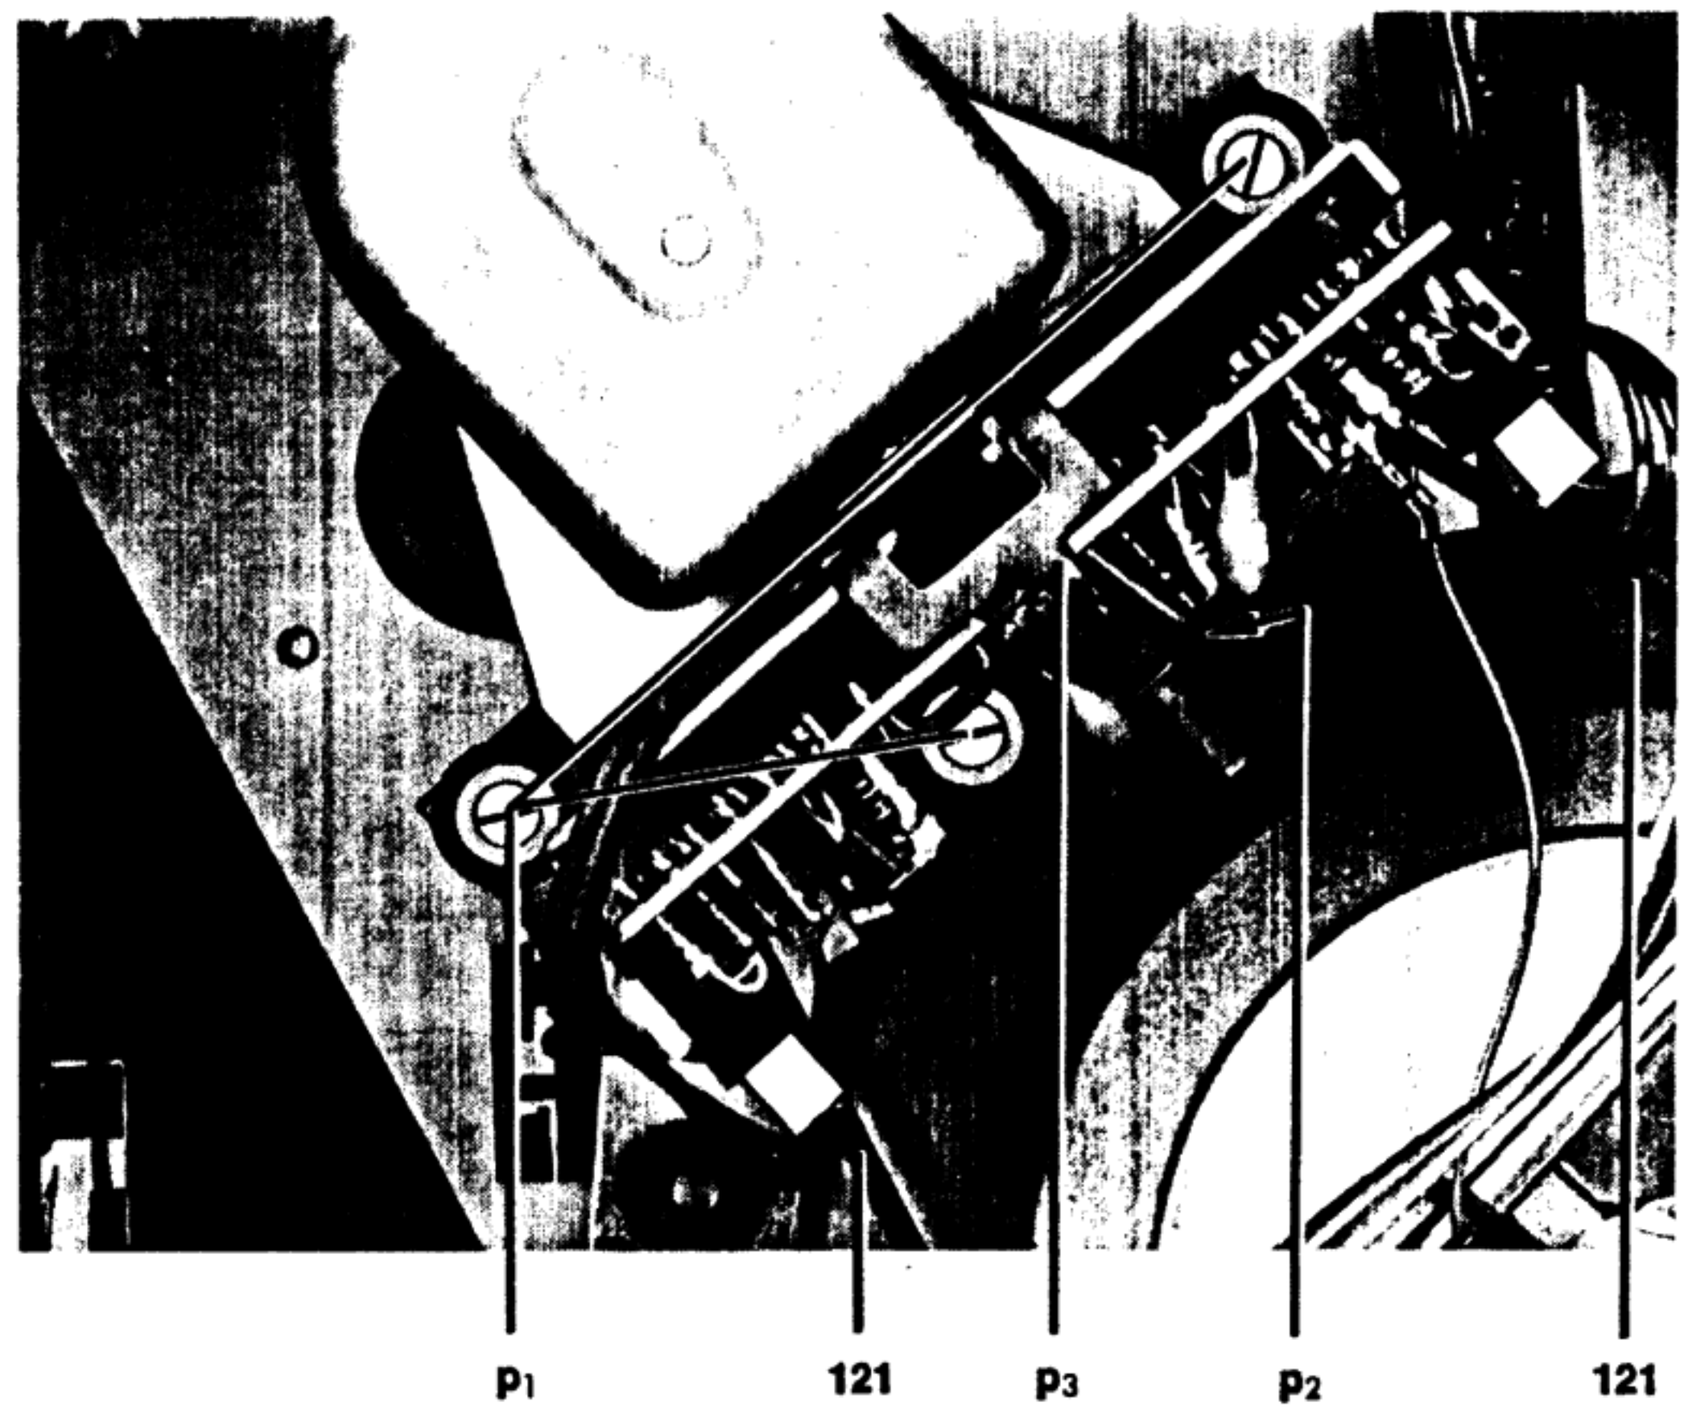

Abb. 11 Motorbaustein
23. Motorbaustein kpl. 116 mit Tonwellen-Motorregelung 460 [Abb. 11]